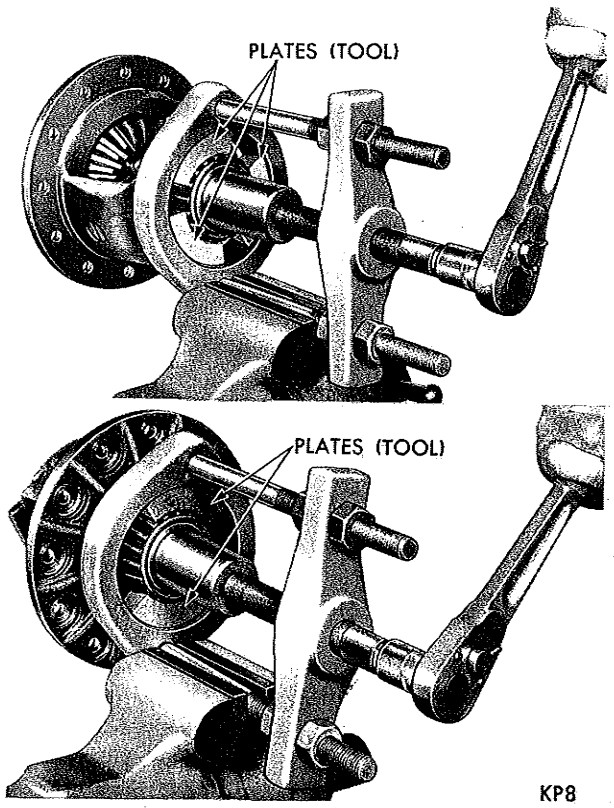

*Fig. 23—Removing Differential Bearings*
(1) Clean all parts in a fast evaporating mineral spirits or a dry cleaning solvent and with the exception of bearings, dry with compressed air.
(2) Inspect differential bearing cones, cups and rollers for pitting, spalling or other visible damage. If replacement is necessary, remove bearing cones from differential case with Tool C-293 and adapter plates No. 18 (Fig. 23).
(3) Inspect differential case for elongated or enlarged pinion shaft hole. The machined thrust washer surface areas and counterbores must be smooth and without metal deposits or surface imperfections. If any of the above conditions exist, satisfactory correction must be made or the case replaced. Inspect case for cracks or other visible damage which might render it unfit for further service.
(4) Inspect differential pinion shaft for excessive wear in contact area of differential pinions. Shaft should be smooth and round with no scoring or metal